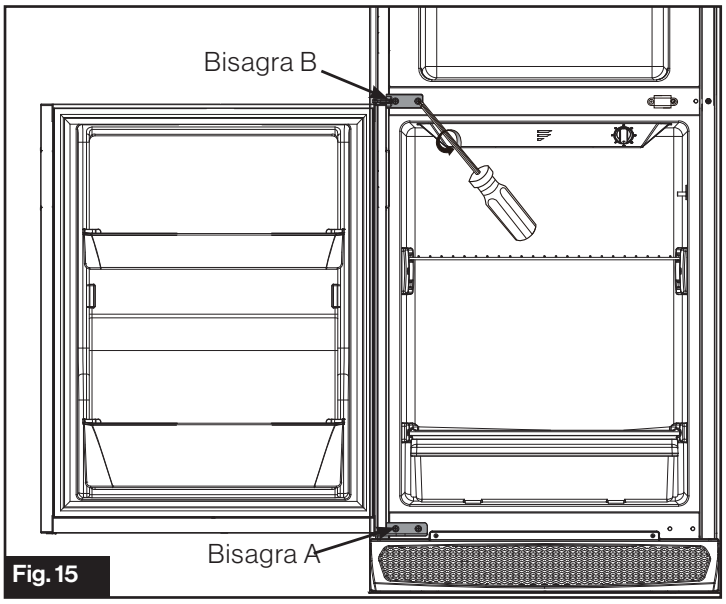

Fig. 15
7. Fije la bisagra A al lado izquierdo. Reinstale la puerta del refrigerador y fije la bisagra B al lado izquierdo de la barra del medio. (Fig. 15)